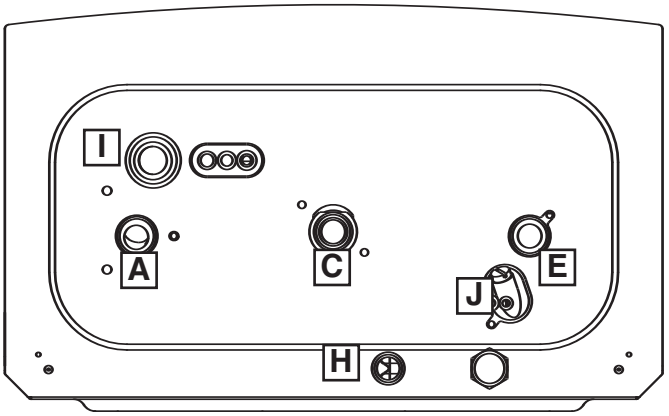

**Fig. 2.5**
2.5.2. Position the appliance on the hanging bracket and connect the connection kit to the boiler connections. (see also Sections 2.7 Gas Connections, 2.8 Water Connections & Fig. 2.5).
A flexible hose is supplied for connection to the condensate discharge point **H** (Fig. 2.5). The condensate discharge hose from the boiler must have a continuous fall of 2.5° and must be inserted by at least 50 mm into a suitable acid resistant pipe - e.g. plastic waste or overflow pipe. The condensate discharge pipe must have a continuous fall and preferably be installed and terminated within the building to prevent freezing.